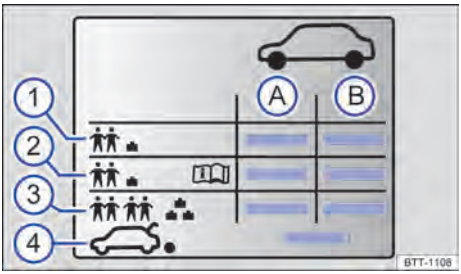

Fig. 149 Símbolos na etiqueta com as pressões dos pneus.
Indicações na etiqueta com as pressões dos pneus ⇒ Fig. 149:
Dependendo do veículo, a etiqueta com as pressão dos pneus pode ter uma pressão dos pneus de conforto ⇒ Fig. 149 ②. A pressão dos pneus de conforto possibilita aumentar o conforto da condução. Ao conduzir com a pressão dos pneus de conforto, o consumo de combustível pode ter um aumento insignificante.